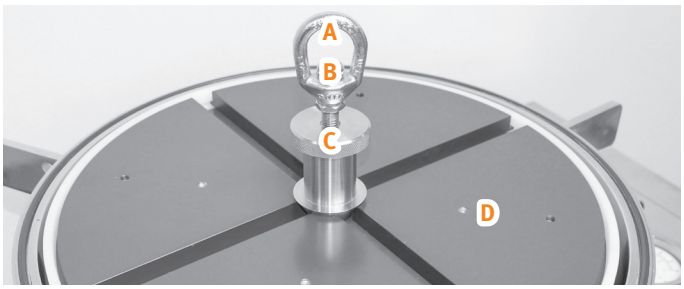

Figure 27. The cartridge tool. A = eyebolt, B= locking nut, C = knurled knob, and D = moveable plate (4).
5. Grasp the eyebolt at the top of the cartridge tool (see A in Figure 27) with both hands and lift the tool onto the top of the cartridge.
6. Center the cartridge tool on the top of the cartridge and hand turn the knurled knob below the eyebolt (see C in Figure 27) clockwise until it will not turn any more. This opens the four plates in the tool (see D in Figure 27) and forces them to lock securely into the cartridge lifting groove.